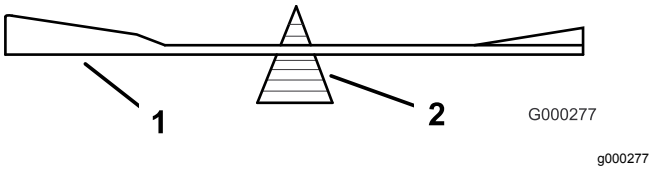

Rysunek 80
2. Sprawdź wyważenie ostrza, układając je na równoważniku ostrzy (Rysunek 80).